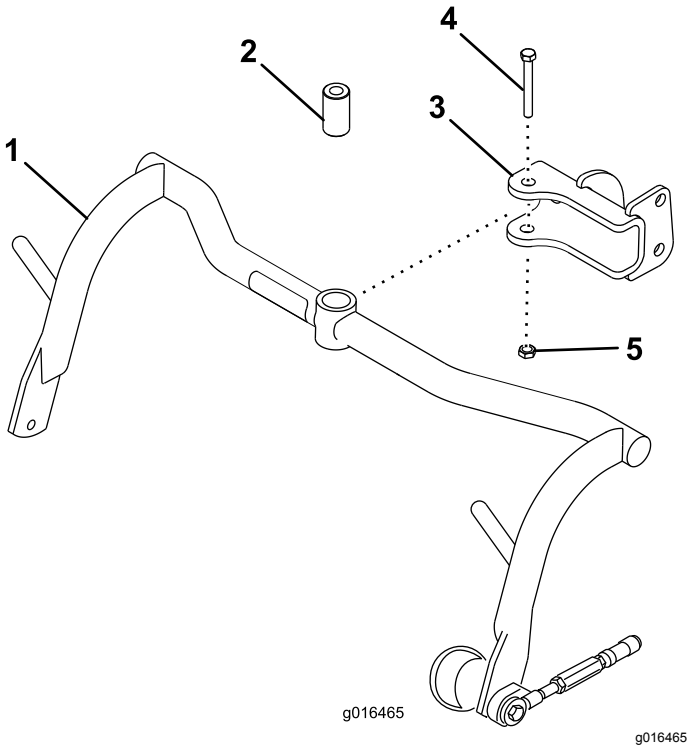

Figur 8
1. Fest en bæreramme på hver splittpinne med et avstandsstykke, en bolt (1/2 x 3 1/4 tomme) og en låsemutter (1/2 tomme). Se Figur 8. Trekk til med et moment på 91–113 N·m.